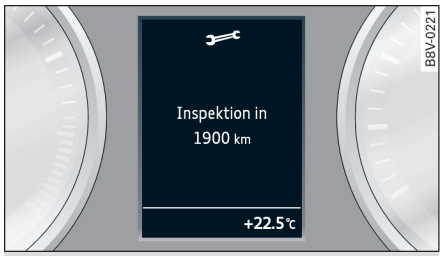

图 9 组合仪表：保养周期显示（示例）
– **检查或者更换机油提醒**：从一定行驶里程起，每次打开和关闭点火开关后在组合仪表显示屏中出现一条驾驶员提示 ⇨ *图 9*。短暂显示剩余里程或时间。